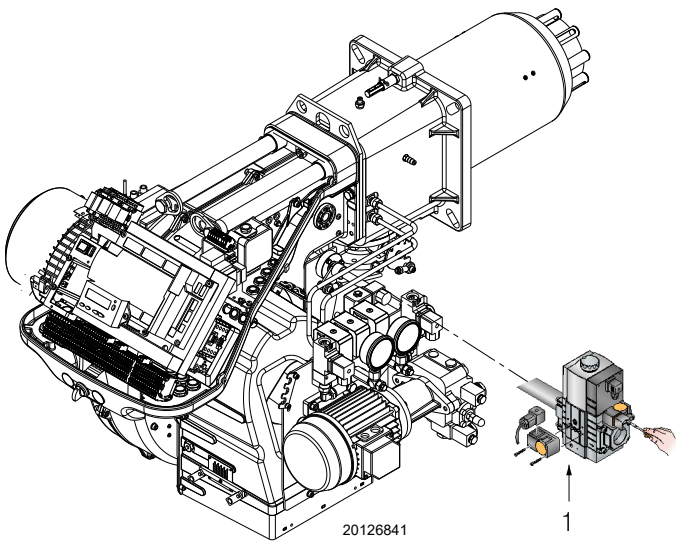

**Fig. 42**
- ➤ Prüfen Sie den Versorgungsdruck des Gases durch Anschließen eines Druckmessers an der Druckentnahmestelle 1)(Fig. 42) des Minimal-Gasdruckwächters: er muss geringer als der maximal zulässige Druck der Gasarmatur sein, der auf dem Kennschild der technischen Daten angegeben ist.
- ➤ Lassen Sie die Luft aus der Leitung der Gasarmatur ab, indem Sie eine Kunststoffleitung an die Druckentnahmestelle 1)(Fig. 42) des Minimal-Gasdruckwächters anschließen.